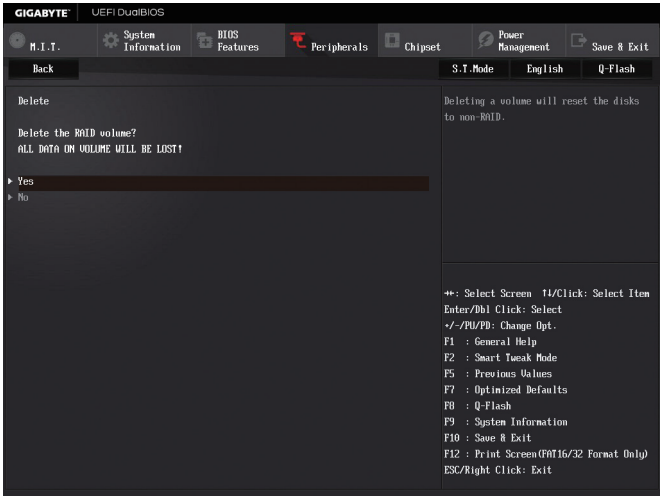

図 8
RAID アレイを削除するには、**Intel(R) Rapid Storage Technology** 画面において削除するボリューム上で <Enter> を押します。**RAID VOLUME INFO** 画面に入ったら、**Delete** で <Enter> を押して **Delete** 画面に入ります。**Yes** で <Enter> を押します (図 8)。